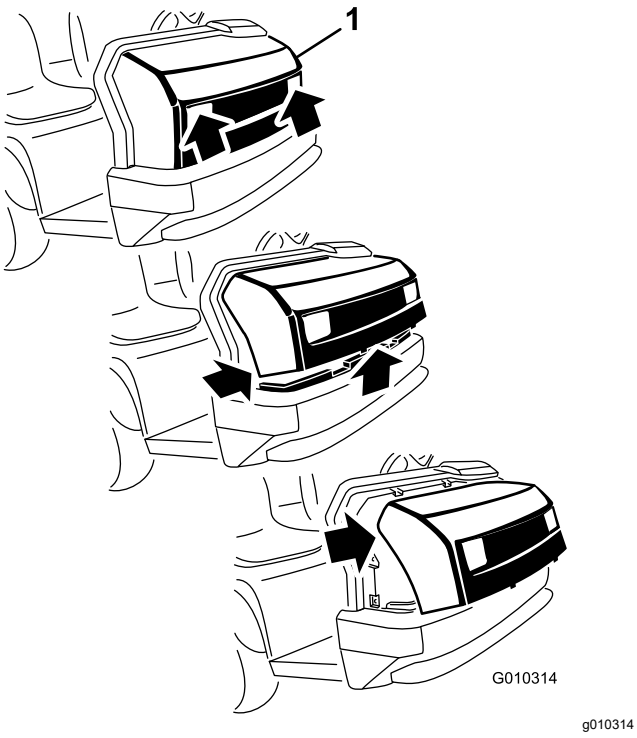

Figura 1
1. Sujete el capó por los orificios de los faros y levántelo para poder liberar las pestañas de montaje inferiores de las ranuras del bastidor (Figura 1).
2. Gire hacia arriba la parte inferior del capó hasta que pueda retirar las pestañas de montaje superiores de las ranuras del chasis(Figura 1).
3. Gire hacia adelante la parte superior del capó y desenchufe los conectores de cables de los faros (Figura 1).
1. Alinee el capó con la parte delantera de la máquina (Figura 1).
3. Gire el capó hacia atrás e inserte las pestañas de montaje de la parte superior del capó en las ranuras del salpicadero de la máquina (Figura 1).
4. Gire el capó hacia abajo e inserte las pestañas de la parte inferior del capó en las ranuras del parachoques (Figura 1).